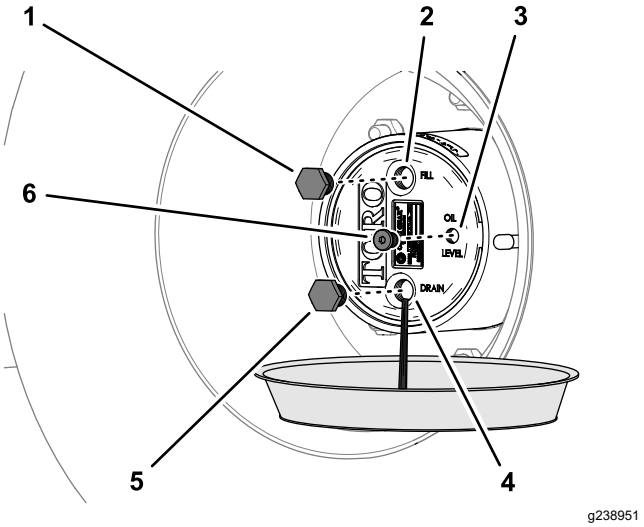

Figur 94
2. Placera ett dräneringskärl under planetväxelns nav, ta bort avtappningspluggen, påfyllningspluggen och kontrollpluggen och låt allt smörjmedel rinna ut (Figur 94).